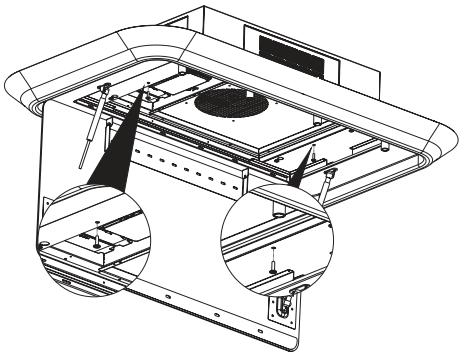

Abb. 14
4. Fixieren Sie die Unterplatte an die Motorbox mit 2 Schrauben (Abb. 14).